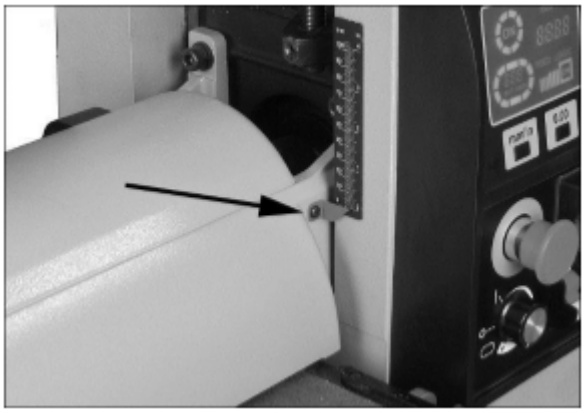

Рис. 9
2. В этом положении барабана указатель шкалы должен быть расположен на нулевой отметке. Если нет, ослабьте винт (Рис. 9) и поднимите или опустите указатель, чтобы выровнять его с нулевой отметкой на шкале.